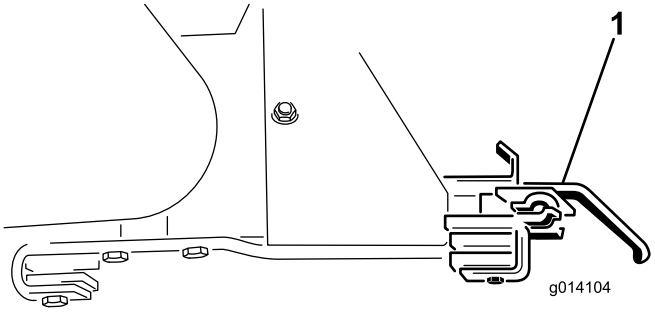

Figuur 47
18. Verwijder de twee bevestigingsbeugels voor de opties (Figuur 47).